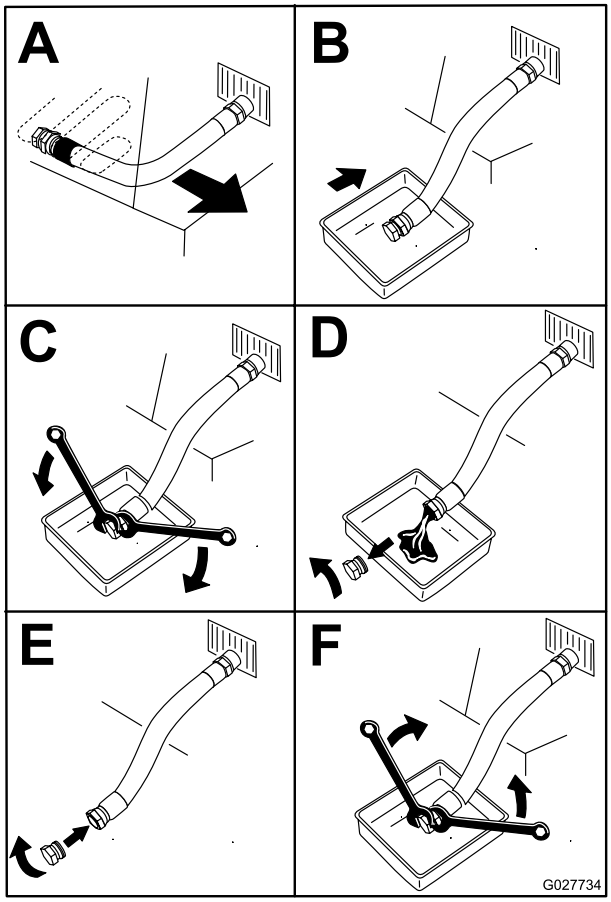

Figur 54
4. Før du forlater førersetet, må du stanse motoren, ta ut nøkkelen og vente til alle bevegelige deler står stille (Figur 54).